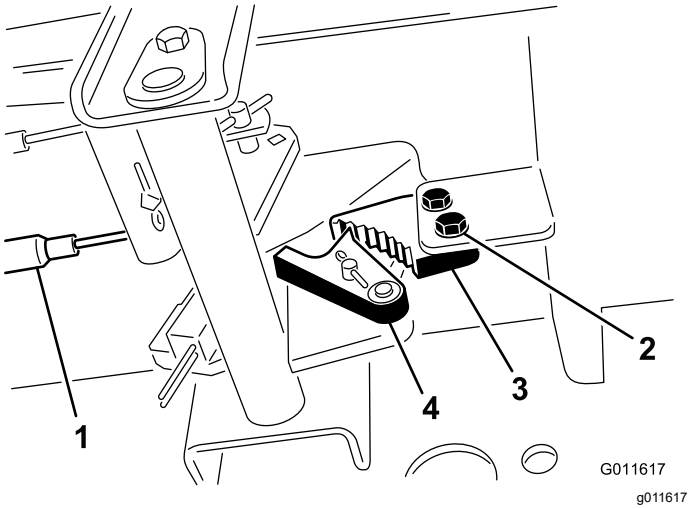

**Figuur 114**
2. Draai de 2 schroeven los waarmee de pal van de parkeerrem is bevestigd aan het frame (Figuur 114).
3. Trap het pedaal van het parkeerrem naar voren totdat de remvergrendeling de rempal geheel vastgrijpt (Figuur 114).